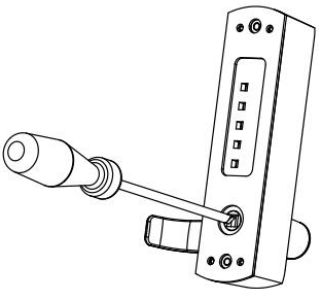
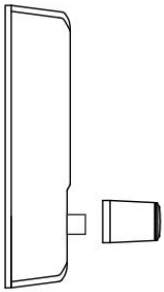

FIG7A
FIG7B
2.Use a Phillips screwdriver to loosen the lock bolt (Figure 7A) and move the handle away from the lock body (Figure 7B).